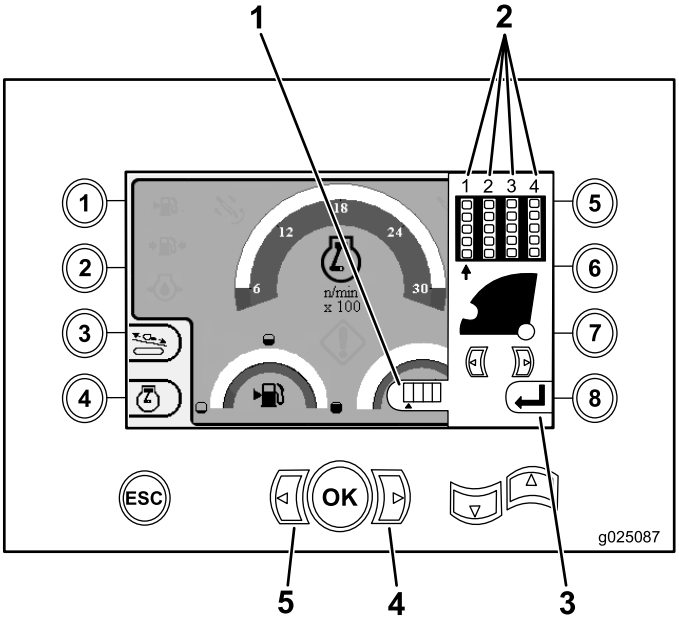

Figure 21
1. Press the right or left arrow to select the row number to the row you want to access (Figure 21).
2. After placing the arrow beneath the row number you want to access, press the OK button (Figure 21), and return to the Main Operating Screen (page 26).